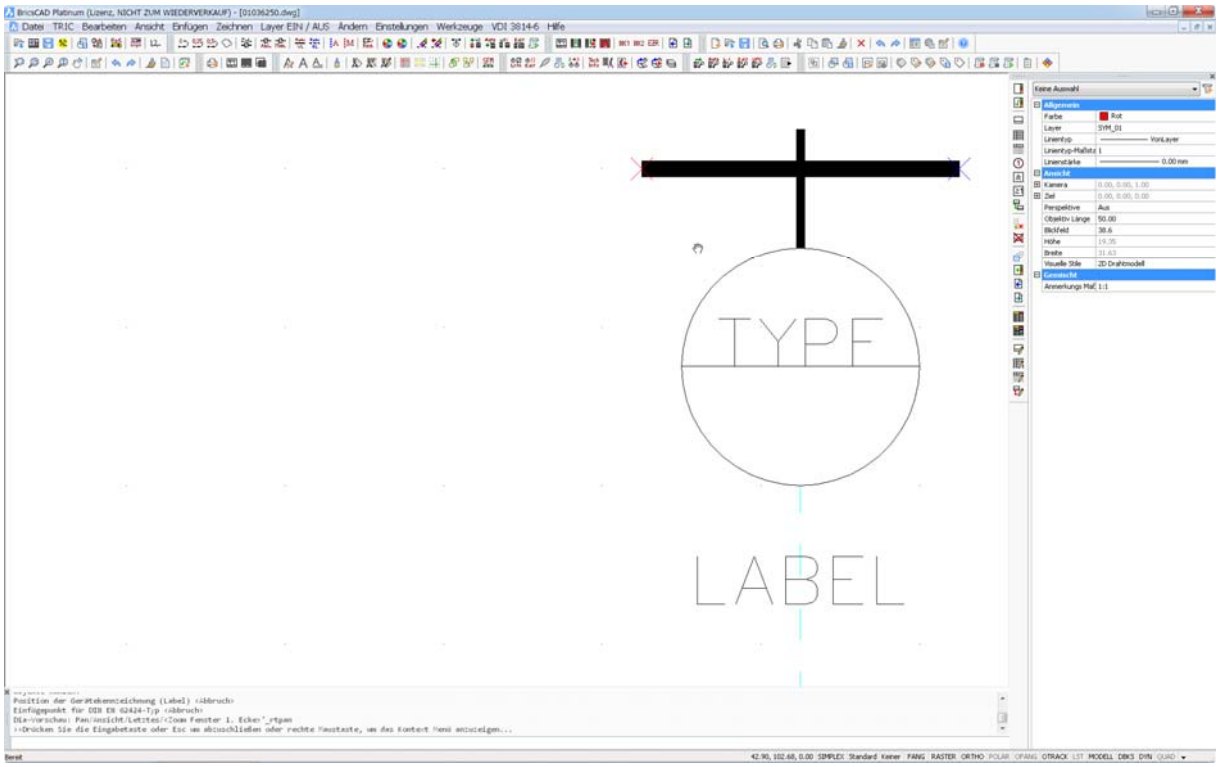

Bild 28.51 – Ausschnitt für das Dia wählen
- Stellen Sie die Ansicht so ein, dass Sie nur das Hauptsymbol und den Zuluftkanal sehen. Mit Pan und Zoom können Sie den Zeichnungsrahmen ausblenden (Abb. 28.51). Wenn die Kontrollansicht stimmt, bestätigen Sie dann mit Rechtsklick oder **Eingabe**.